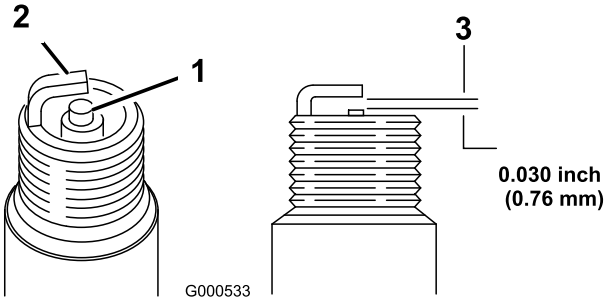

Figur 30
1. Se på midten af tændrørene (Figur 30).
2. Kontroller gabet mellem elektroderne i midten og ved siden (Figur 30), og bøj sideelektroden, hvis gabet ikke er korrekt.